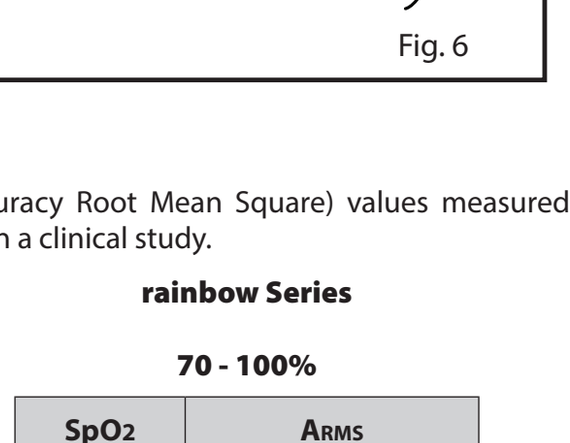

Fig. 6
1. Consulte la **Fig. 6.** Tire firmemente del conector del sensor para retirarlo del cable del paciente.